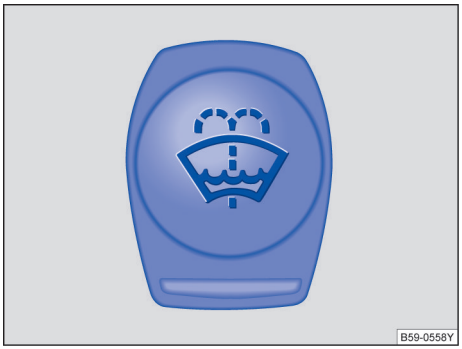

图 205 发动机舱内：风窗清洗液容器盖。
– 车窗玻璃清洗液储液罐可通过盖子上的符号 识别 →图 205。